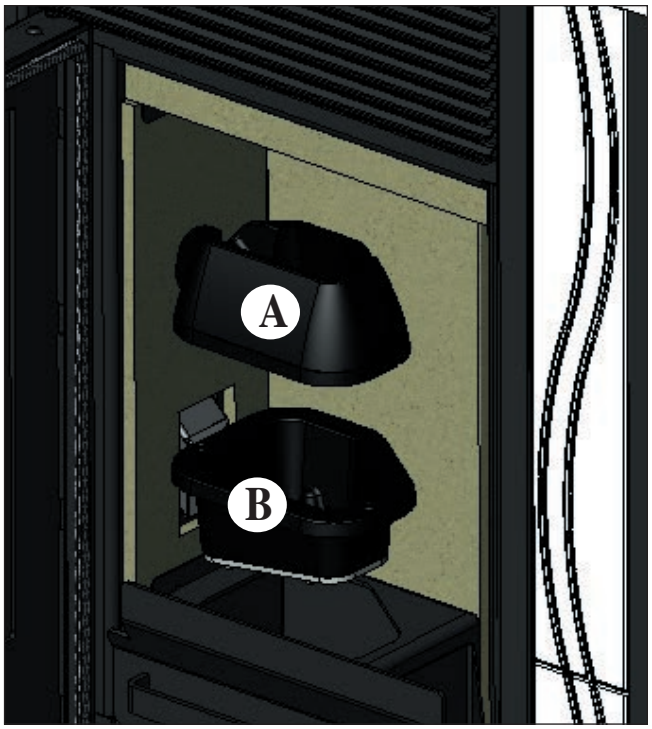

fig. 1
Dopo la normale pulizia, il NON CORRETTO accoppiamento del crogiolo superiore (A) (fig. 1) **con il crogiolo inferiore (B)** (fig. 1) **può compromettere il funzionamento della stufa.**